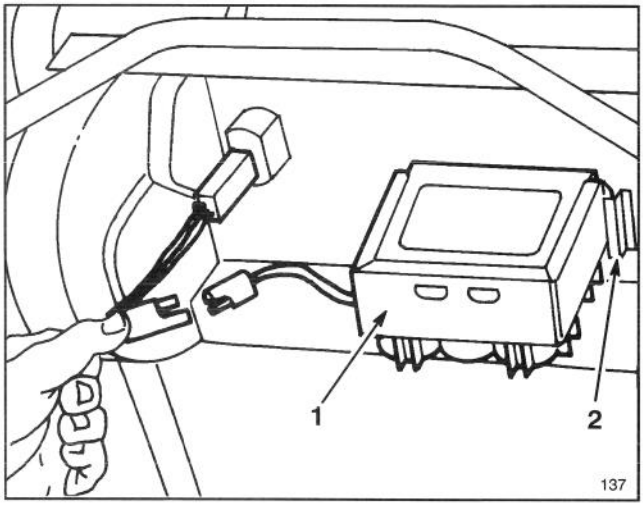

Figure 4
1. Refer to Charging Battery, page 15. Slide battery, decal side up, between mounting tabs on back of control panel and connect wires (Fig. 4). Insert key into switch when ready to start engine.